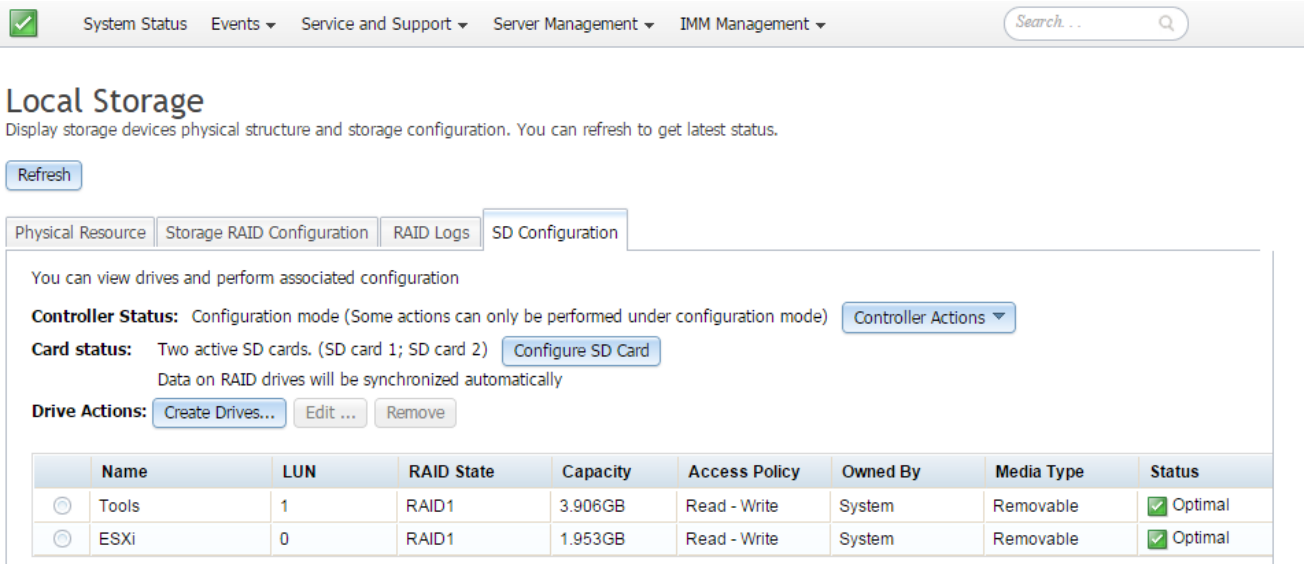

**Figure 34: SD media adapter page in IMM2**
**Figure 34** shows the SD media adapter page in IMM2.